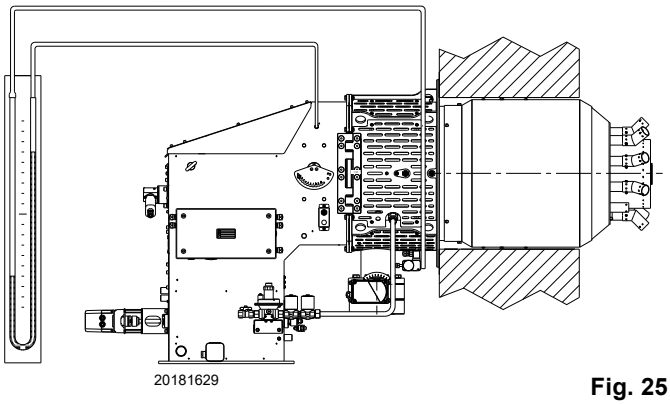

Fig. 25
- ➤ Fit a U-type pressure gauge or a differential pressure gauge (Fig. 25), with socket (+) on the gas pressure of the pipe coupling and (-) in the combustion chamber.
The arrival of gas at the pipe coupling is evidenced by the U-shaped pressure gauge (Fig. 25) or else with the aid of a digital pressure gauge placed on the pressure test point under the coupling.